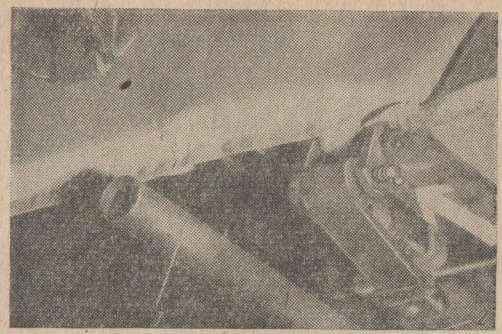

Рис. 80. Пресс-масленка резьбового пальца задней рессоры:
10) резьбовые пальцы задних рессор; две масленки, по одной на каждой рессоре (рис. 80).